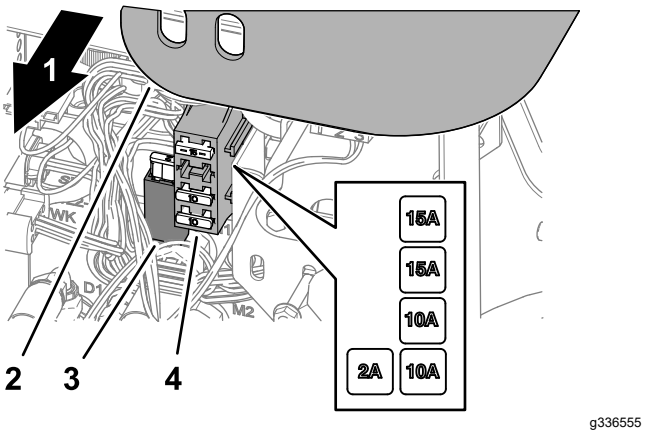

Figuur 79
2. Til de kap op van de bedieningsarm (Figuur 79).
3. Zoek de gesprongen zekering in de zekeringhouder (Figuur 79).
5. Monteer de kap op de bedieningsarm (Figuur 79).